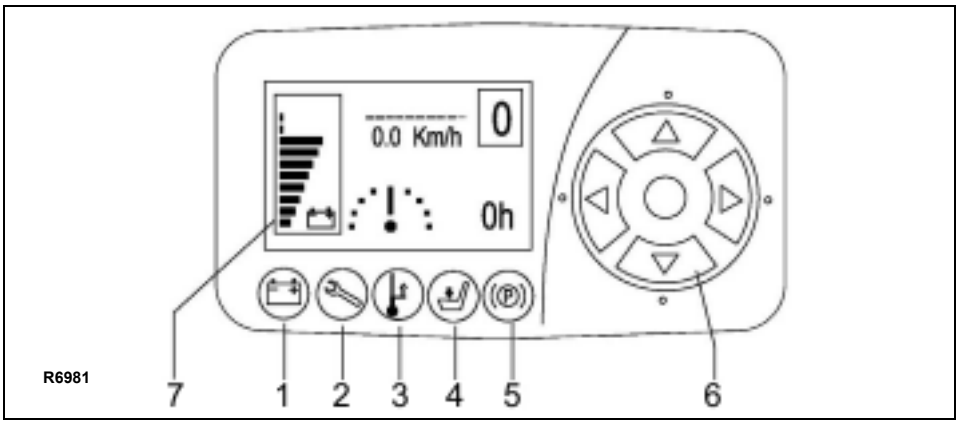
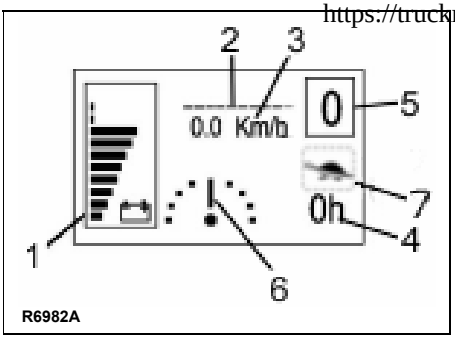

Figure 5 Instrument Panel
Figure 6 Instrument Panel
LOW BATTERY ALARM LED (1, Figure 5)
FAULT ALARM LED (2, Figure 5)
When a fault is detected, this LED will light. The display (7, **Figure 5**) will display the warning and fault indication. Report alarm to the designated authority and do not use the vehicle until corrected by a qualified mechanic.
TEMPERATURE ALARM LED (3, Figure 5)
DRIVE PEDAL ALARM LED (4, Figure 5)
BRAKE ALARM LED (5, Figure 5)
FUNCTION KEYS (6, Figure 5)
DISPLAY (7, Figure 5)
Battery Indicator (1, Figure 6): The state of charge is displayed by ten notches. Each notch represents 10% of the battery charge. For example, the illustration shows the battery has 80% charge.
Information Display (2, Figure 6): Displays the warnings and faults. Report warnings and faults to the designated authority and do not use the vehicle until corrected by a qualified mechanic.
Speed Display (3, Figure 6): Indicates the vehicle's speed.
Hour Meter Display (4, Figure 6):
Speed Mode Display (5, Figure 6): There are four speed ranges available in both the high speed driving mode and the crawl speed driving mode. Use the "left" function key (6, Figure 5) to select the desired mode. "1" indicates the slowest speed while "4" indicates the highest speed.
Steering Display (6, Figure 6): One of nine notches will indicate the steering angle of the drive wheel.
Driving Mode Display (7, Figure 6): The vehicle can be operated in two driving modes, normal speed or crawl speed. Use the "down" function key (6, Figure 5) to switch the driving mode. The crawl speed will automatically come on when the operator platform reaches the speed limit switch. When you are in crawl speed, a "Turtle" (7, Figure 6) shows on the display.
5. Adjust the driving mode (4, Figure 6) using the “down” key (6, Figure 5).
6. Select the speed mode (5, Figure 6) using the “left” function key (6, Figure 5).